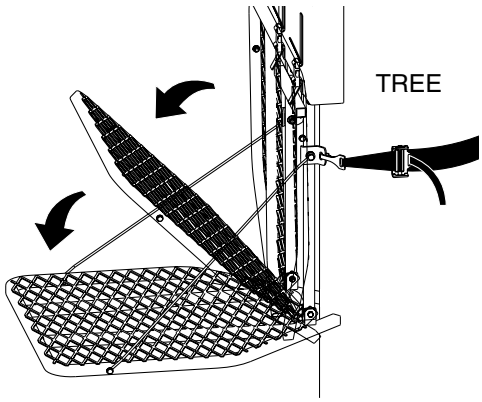

Figure 5
d. Once securely attached, pull stand platform down. This lever-action will snug stand up tight to tree to prevent any shifting. Redo as necessary to accomplish a snug stand-to-tree fit. All four contact bars must be touching tree! **SEE FIGURE 5.**
e. The tension on strap will not allow any slippage due to roller bar tension of buckle. Proper installation should be checked prior to stepping onto platform to ensure safety. **SEE FIGURE 5.**
2. Before stepping down onto center of stand platform, be sure it is secured properly and is tight against tree with all (4) contact bars touching tree!